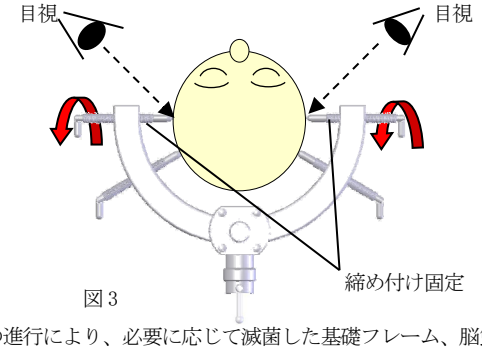

図3
(3) 最後に仮止めしていたスクリューピンを 1/4～1/2 程回転させ、更なる締め付けをしてください。(図3)スクリューピンによる過度の締め付けは、頭蓋骨の割れ・陥没・貫通、また、皮膚の裂傷等の恐れがあります。スクリューピンの締め付けは注意して行ってください。